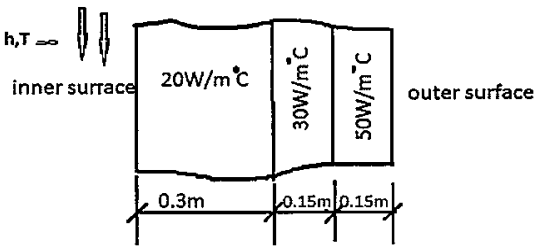

Figure 4
b) Determine temperature distribution in the wall given in figure 4. Outer temperature of wall is 20°C. Convection heat transfer is take place on the inner surface of the wall. **[10]**